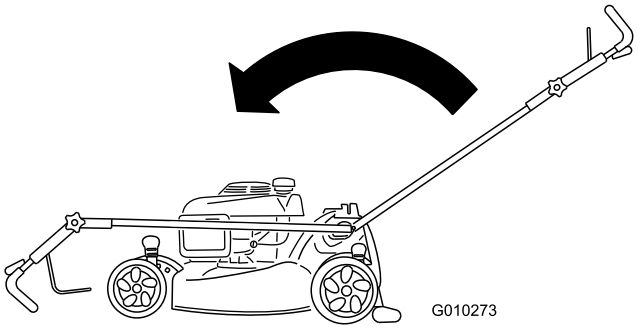

Figur 53
2. För handtaget så långt framåt det går och lossa det övre handtagsvredet (Figur 53).